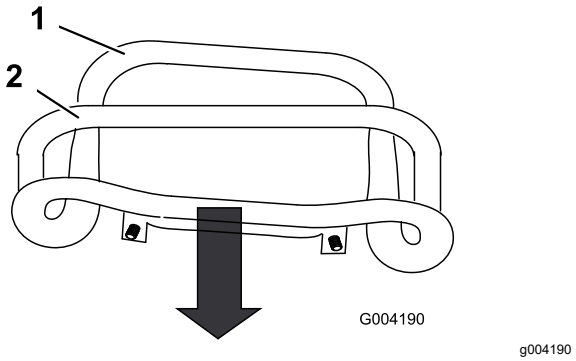

Figur 52
3. Dra drivreglaget bakåt så att reglagets främre del nuddar vid referensstaven (Figur 52).